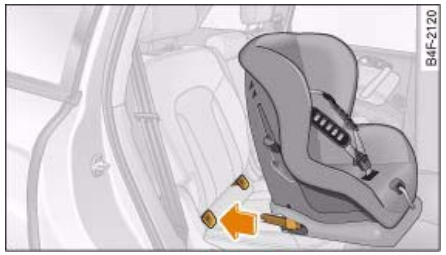

Fig. 231 The ISOFIX child safety seat is pushed into the protective sleeves.
- Fit the protective sleeves (A) onto the retainers (B) between the backrest and the seat cushion ⇒ *page 218,* fig. 231.
- Push the mountings on the child safety seat into the protective sleeves until they engage audibly (2x) ⇒ *page 218,* fig. 231.